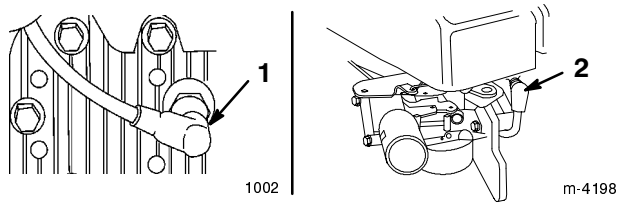

**Figure 11**
**1.** Connect the wire to the spark plug (Fig. 11).